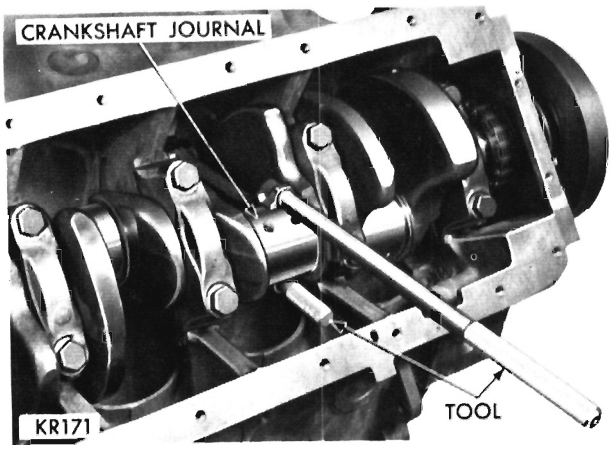

Fig. 49—Installing Connecting Rod
(1) Before installing pistons, rods, and rod assemblies in the bore, be sure that the compression ring gaps are staggered so that neither are in line with oil ring rail gaps.
(2) The oil ring expander ends should be positioned toward the outside of the "V" of the engine. The oil ring rail gaps should be positioned opposite each other and above the piston pin holes.
(3) Immerse piston head and rings in clean engine oil, slide ring compressor, Tool C-385, over the piston and tighten with special wrench (part of Tool C-385). **Be sure position of rings does not change during this operation.**
(4) Install connecting rod bolt protectors on rod bolts, the long protector should be installed on the numbered side of the connecting rod.
(5) Rotate crankshaft so that the connecting rod journal is on the center of the cylinder bore. Insert rod and piston into cylinder bore and guide rod over the crankshaft journal (Fig. 49).
(6) Tap piston down in cylinder bore, using handle of a hammer. At the same time, guide connecting rod into position on crankpin journal.
(7) The notch or groove on top of piston must be pointing toward front of engine and larger chamfer of connecting rod bore must be installed toward crank pin journal fillet.
(8) Install rod caps, tighten nuts to 45 foot-pounds.